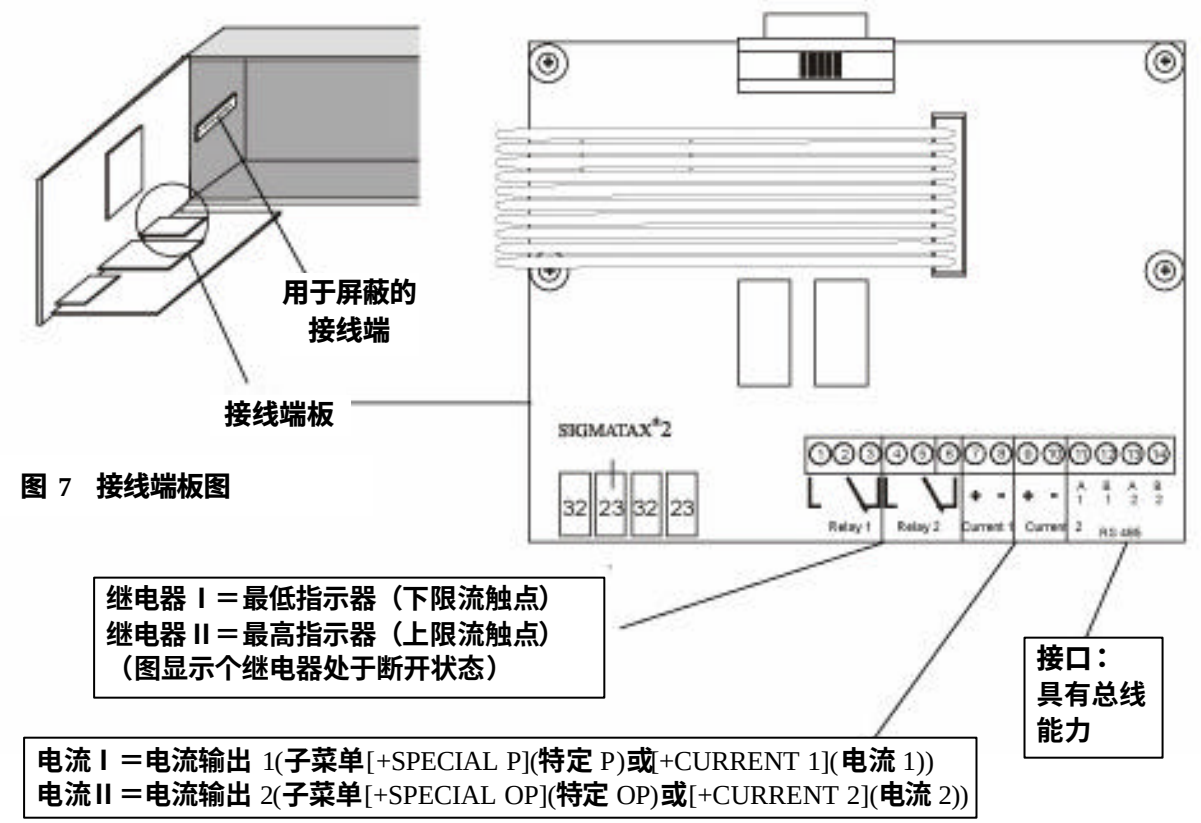

图 7 接线端板图
- 把各个电缆断头插入对应的接线端（线粗最大 1.5 毫米）。有关接线端的分配请参见图 7. 接线端板图。